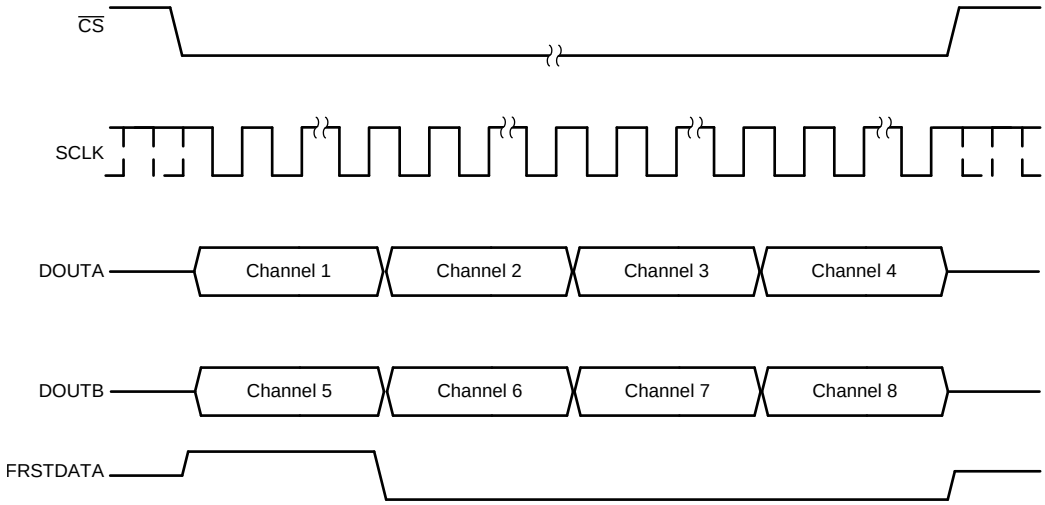

Figure 70. Data Read Back in the Serial Interface Using Both DOUTA and DOUTB Timing Diagram
- In order to minimize the time for the data read operation in serial mode, both DOUTA and DOUTB can be used to read data out of the device. In this case, the conversion results from the first set of channels (channels 1-4 for the ADS8588S) appear on DOUTA and the conversion results from the second set of channels (channels 5-8 for the ADS8588S) appear first on DOUTB. To read the data for all channels, provide a total of 16 × 4 = 64 SCLK cycles for the ADS8588S. This entire data frame can be created within a single $\overline{CS}$ pulse or each group of 16 SCLK cycles can be individually framed by the $\overline{CS}$ signal. Figure 70 shows an example timing diagram.